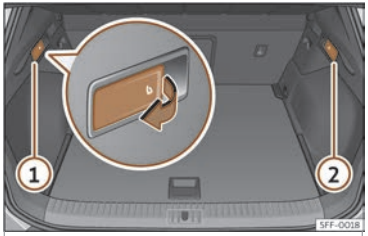

Fig. 111 Al maleter:palanques per al desbloqueig del respatller del darrere.
- Estireu la palanca de desbloqueig a distància de la part esquerra>>> **fig. 111** ① o dreta ② del respatller en el sentit de la fletxa. La part desbloquejada del respatller del darrere s'abat automàticament cap endavant.